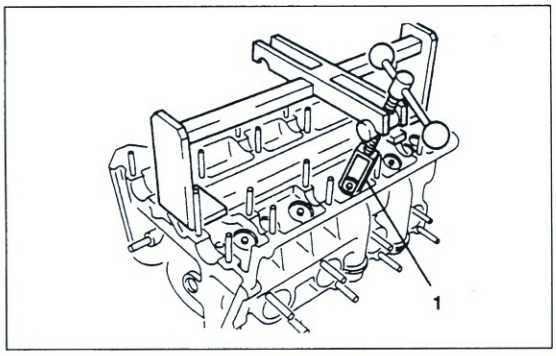

Bild 120
- Zum Ausbau der Ventile ist Spezialwerkzeug nötig: Entweder ein Universal-Ventilfederhalter (Bild 119) oder BMW-Federspannvorrichtung Nr. 11 1 740 (Bild 120; zu verwenden mit Stützplatte Nr. 11 1 749 und Druckkorb Nr. 11 1 748).